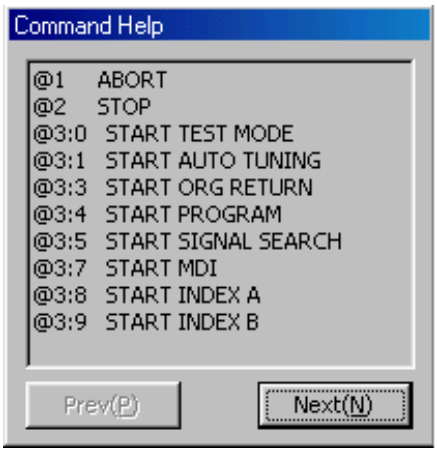

Figure 7.15 “Command Help” dialog box
(6) Command help
In the “Terminal” menu, click *“Command Help (C)”* under “List” to display the “Command Help” dialog box (see Figure 7.15).